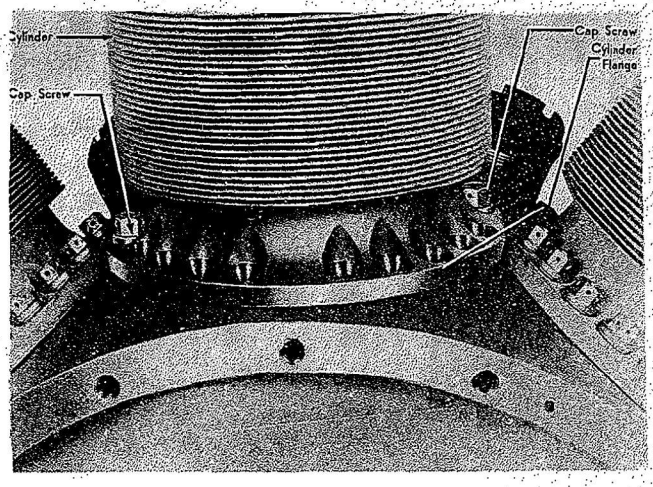

Figure 233—Locating Cylinder
i. The cylinders are secured to the crankcase by means of spherical seat washers and cap screws. When installing these caps screws, carefully apply a very small amount of Glyptal, or its equivalent, to the cap screw threads to prevent oil leakage at these points. When a cylinder has been installed, locate it on the cylinder mounting pad immediately by tightening the two special locating cap screws (Tool No. 84501). Refer to Figure 233.